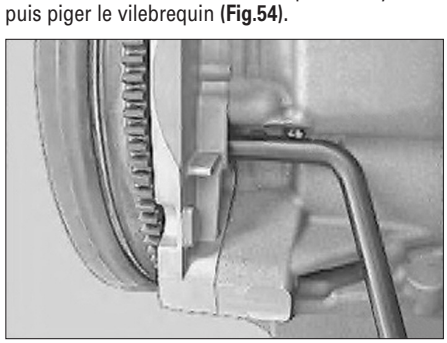

Fig. 54
• Tourner le moteur au PMH du premier cylindre, puis piger le vilebrequin **(Fig.54)**.